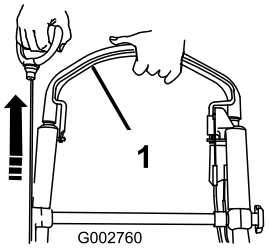

Figur 21
2. Hold knivkontrollbøylen mot håndtaket og trekk i tilbakespolingsstarteren (Figur 21).